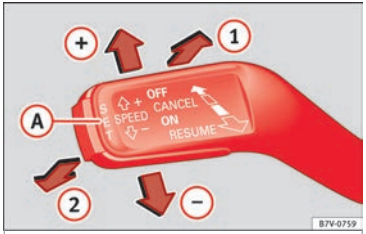

Fig. 47 See position on page 7
- Switching on the CCS: move the lever to **ON** (1) ››› **Fig. 47**. The system switches on but it does not control the speed as no speed has been programmed.
- Activating the CCS: press the **SET** (A) ››› **Fig. 47** button. It memorises and maintains the current speed.
- Temporarily switching off the CCS: move the lever to **CANCEL** (2) ››› **Fig. 47** and release it or press the brake or clutch pedal. The cruise control system is switched off temporarily.
- Reactivating the CCS: move the lever to **RESUME** (1) ››› **Fig. 47** and release it. The memorised speed is saved and controlled again.
- Switching off the CCS: move the lever to position **OFF** (2) ››› **Fig. 47**. The system is disconnected and the memorised speed is deleted.